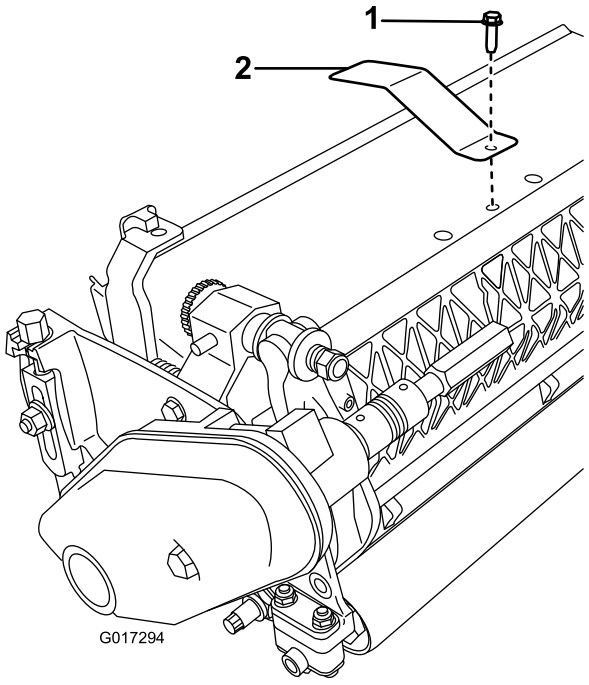

Figur 4
1. Fjern den midterste, græsafskærmningsbolt (Figur 4).
2. Monter målpladen øverst på klippeenheden med den bolt, du fjernede tidligere (Figur 4).